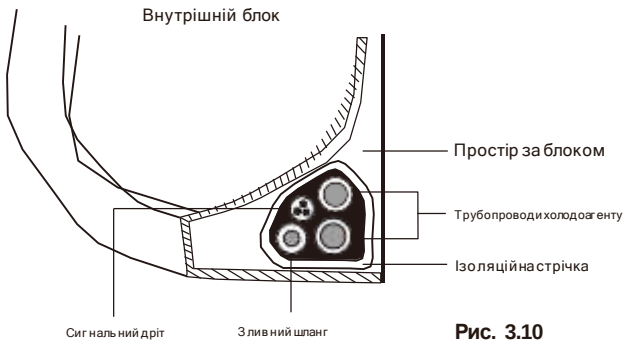

Рис. 3.10
1. Зв'яжіть зливний шланг, трубки холодоагенту та сигнальний кабель відповідно до**Рис. 3.10.**
3. Використовуючи ізоляційну стрічку, щільно обмотайте сигнальний дріт, трубки холодоагенту та зливний шланг. Ще раз перевірте, чи всі предмети вкомплектовано відповідно до**Рис. 3.10.**